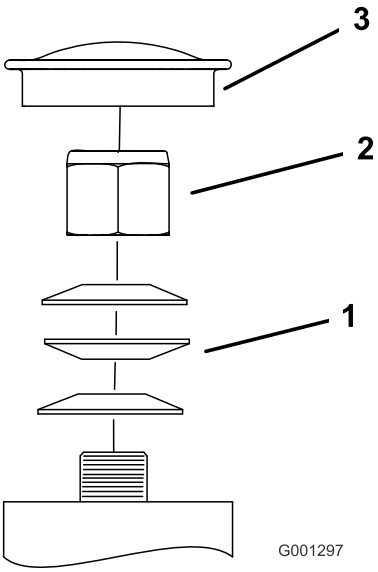

Figur 59
3. Fjern støvhetten fra styringen og trekk til låsemutteren (Figur 59).
4. Trekk til låsemutteren inntil fjærskivene er flate og gå deretter tilbake 1/4 omdreining for å stille forbelastningen på lagrene korrekt (Figur 59).
Viktig: **Påse at fjærskivene er montert korrekt slik det vises i Figur 59.**
5. Sett på støvhetten (Figur 59).